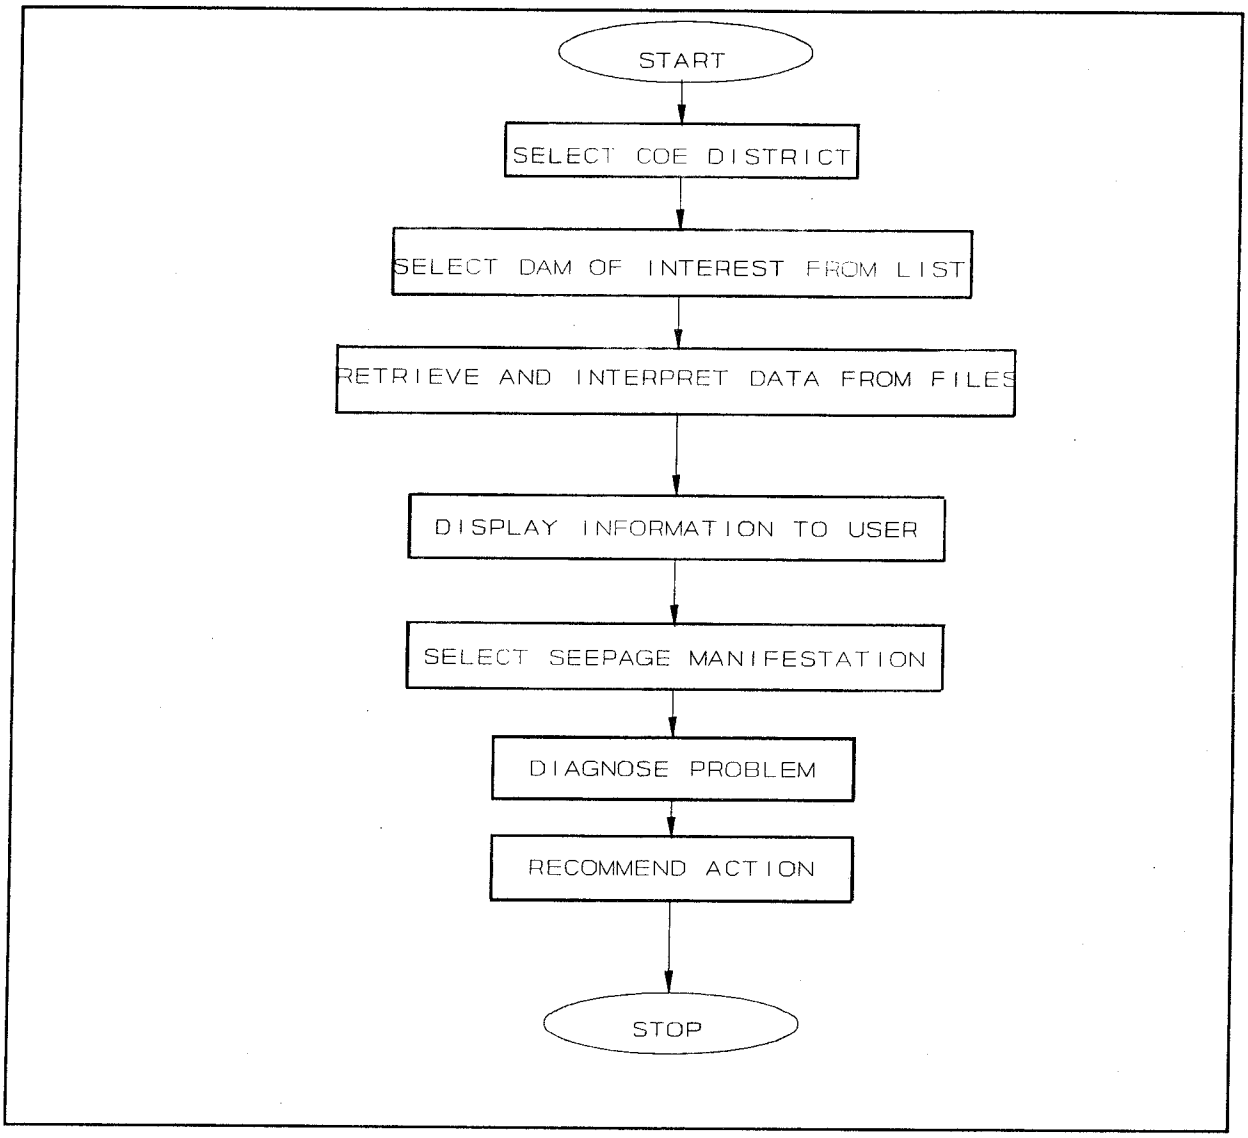

Figure 1. Block diagram of DAMSEAL expert system
9. Initially, meetings were held with the Advisory Panel to discuss the general approach to be used in solving a user's problem and to decide what information would be made available to DAMSEAL. Figure 1 illustrates this general approach in the form of a block diagram.